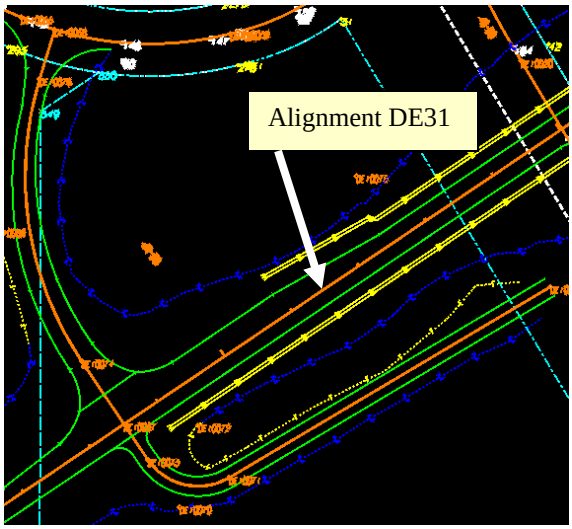

Figure L12-8 MicroStation
20.	**Define Alignment 1 to be DE31 (SR100 Spur).** • In the **Intersection** dialog next to the **Name:** field, click the **Locate** button (⌖). • Notice in the lower left corner of the MicroStation window you are prompted to **>Identify alignment**. • Left click on Alignment **DE31** shown in *Figure L12-8*. It turns purple as shown in *Figure 12-9*. • Notice in the bottom left corner of the InRoads window and the bottom middle of the MicroStation window the phrase **Selected Alignment 'DE31'** appears. • Notice in the bottom left corner of the MicroStation window you are prompted to **>Accept/Reject**. Left click in the MicroStation window to **Accept**. • The **Intersection** dialog re-appears with **DE31** entered in the **Name:** field.